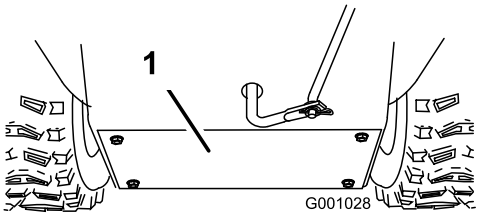

Figur 42
3. Fjern bakdekslet (Figur 42).